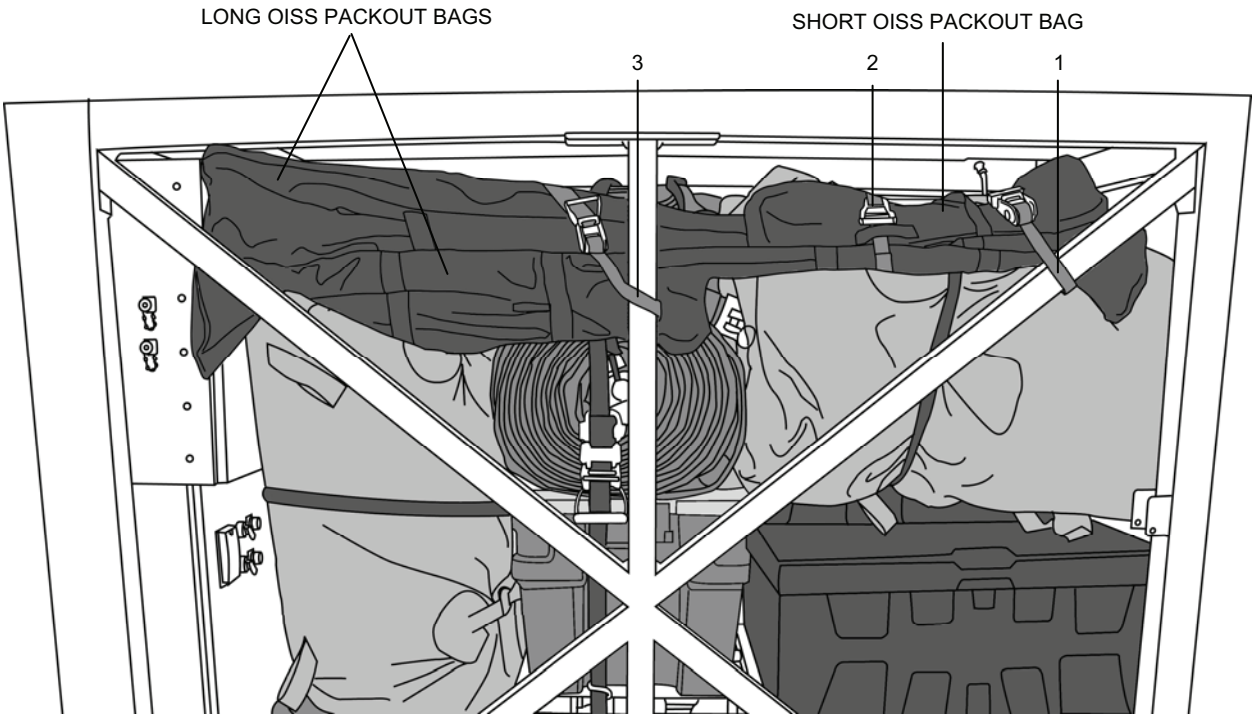

Figure 8. Bags with OISS Risers Packed Onto MC-TWPS.
7. Pack the three bags with riser pipes onto the MC-TWPS as follows (Figure 8):
d. Secure the three bags to the diagonal TWPS frame member near the front of the Operator Station (1).
e. Using a second 6-ft. ratchet strap, secure the three bags together at the other end of the short bag (2).
f. Using a third 6-ft. ratchet strap, feed the strap through the tie-down loops near the middle of the two long bags and secure the bags to the vertical TWPS frame member near the middle of the Operator Station (3).